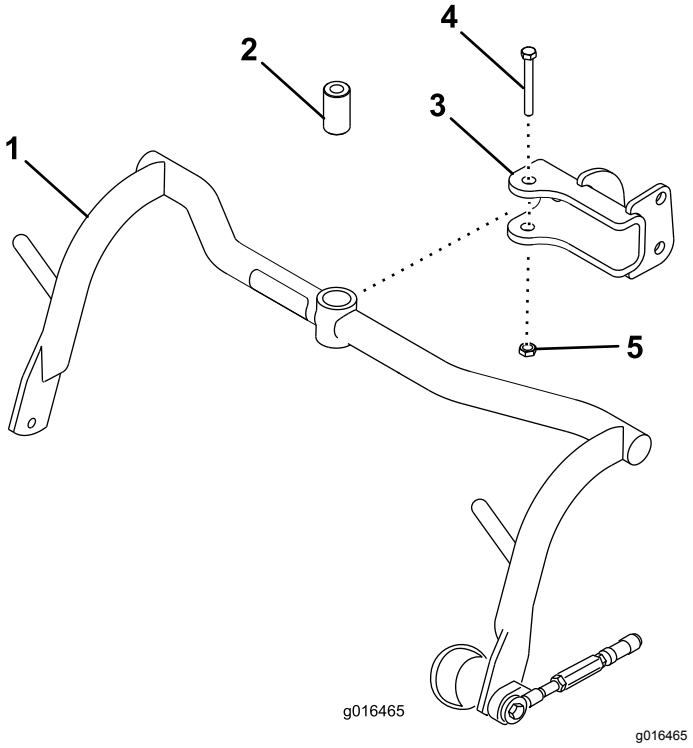

Figuur 8
1. Monteer op elke gaffel een draagframe; gebruik hierbij een afstandsstuk, bout (½" x 3¼") en borgmoer (½"); zie Figuur 8. Vastdraaien met een torsie van 91 tot 113 N·m.